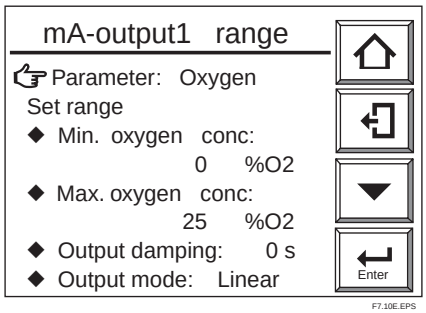

Figure 7.10 Setting “mA-output1 range”
(3) Select “mA-output1” from the “mA-outputs” display. The “mA-output1 range” display shown in Figure 7.10 then appears.
(4) In the display shown in Figure 7.10, select “Min. oxygen conc.” and press the [Enter] key to display the numeric-value entry display. Enter the oxygen concentration at a 4-mA output; enter [010] for a ten-percent concentration measurement.
(5) Also in Figure 7.10, select “Max. oxygen conc.” at a 20-mA output. Enter the appropriate maximum oxygen concentration (at the 20-mA output) in the same manner as in step 4 above.
(6) Set “mA-output2” in the same manner as in the appropriate steps above.